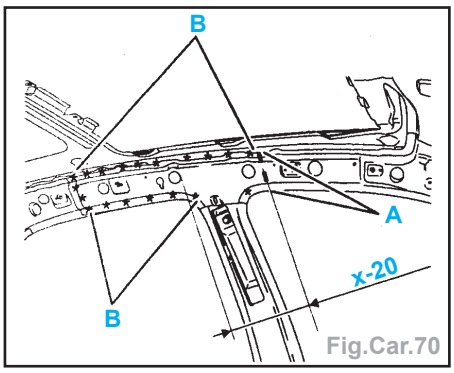

Fig.Car.70
- Tracer puis découper à l'aide d'une meule épaisseur 1 mm (coupe provisoire) (suivant **A**) (Fig.Car.70).